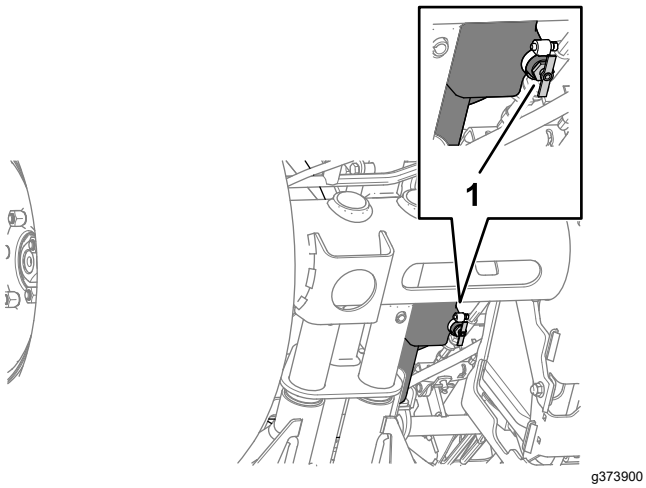

Figuur 89
2. Zet een opvangbak onder het aftapventiel van de brandstoftank (Figuur 89).